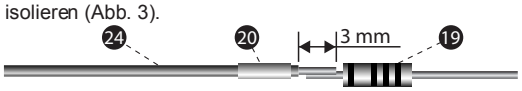

Abb.3
4. Entsprechend einen der Anschlussdrähte des Widerstandes (19) auf ca. 3 mm Länge kürzen (hierbei ist die Richtung des Widerstandes egal) und an diesen gekürzten Draht ein Ende des zweiten Kabelstückes anlöten. Diese Verbindungsstelle mit dem gelben Schrumpfschlauchstück (20) isolieren (Abb. 3).